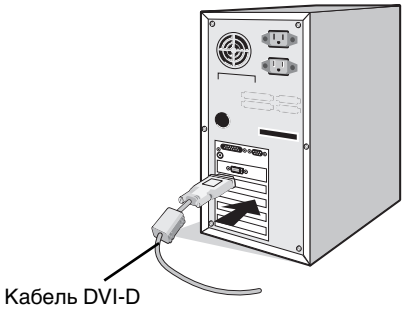

Рисунок A.1
2. **Для ПК с цифровым выходом DVI:** Подсоедините кабель видеосигнала DVI-D к разъему платы видеоадаптера в компьютере (**Рисунок A.1**). Затяните все винты.